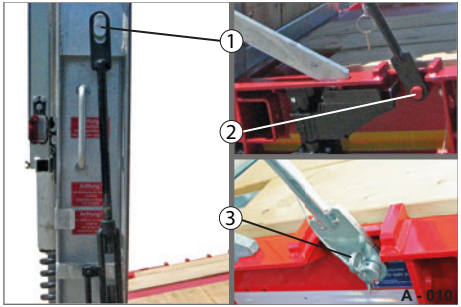

Abb. 9 Spannschloss eingehängt
▶ Hängen Sie das Spannschloss in den oberen Bolzen (Abb. 9/1) der Auffahrrampe ein.
▶ Stecken Sie den unteren Teil des Spannschlosses auf den unteren Bolzen (Abb. 9/2) am Fahrgestell.
▶ Sichern Sie das Spannschloss mit dem Sicherungssplint / Federstecker (Abb. 9/3) am unteren Bolzen. Stecken Sie diesen von oben ein.